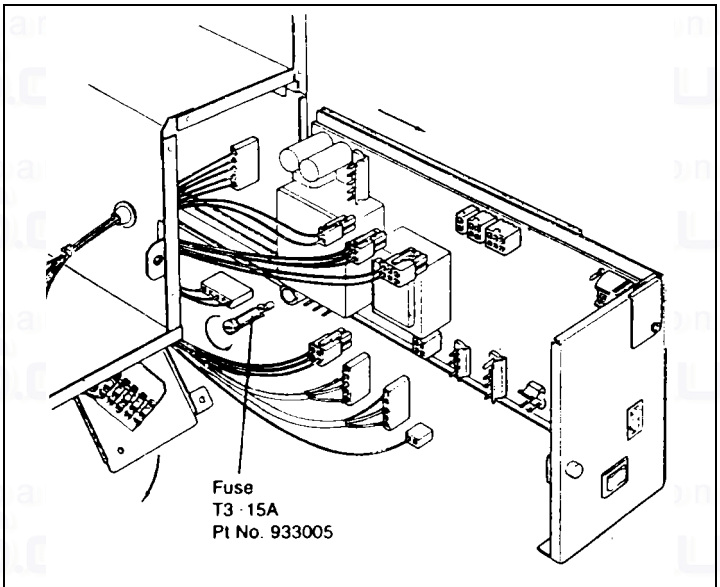

Fig.23
d) Gently pull front panel forward removing connectors from the control as they become accessible. Fig. 23.